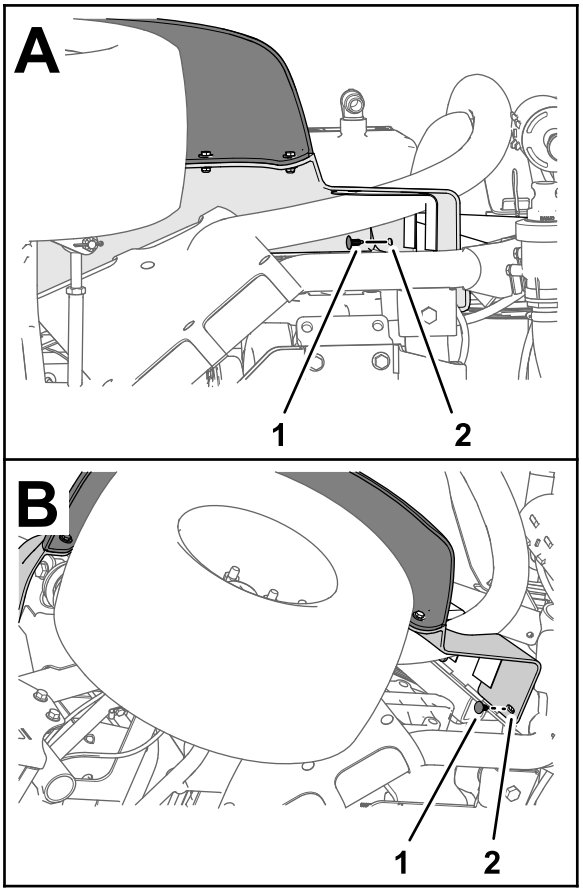

Figur 220
5. Fastgør skærmen til stelkanalen med de 2 skubbefastgørelsesanordninger (Figur 220).